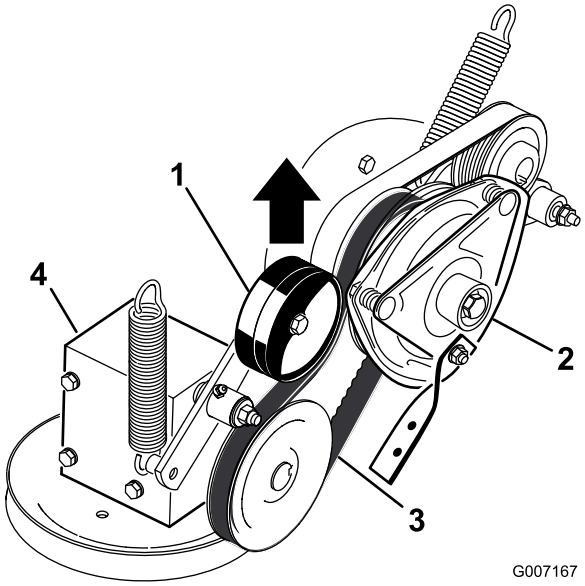

Figuur 61
4. Trek aan de veerbelaste spanpoelie voor de aandrijfriem van de aftakas en verwijder de riem van de poelie van de koppeling (Figuur 61).
16. Trek aan de veerbelaste spanpoelie voor de aandrijfriem van de aftakas en monteer deze op de poelie van de koppeling (Figuur 61).